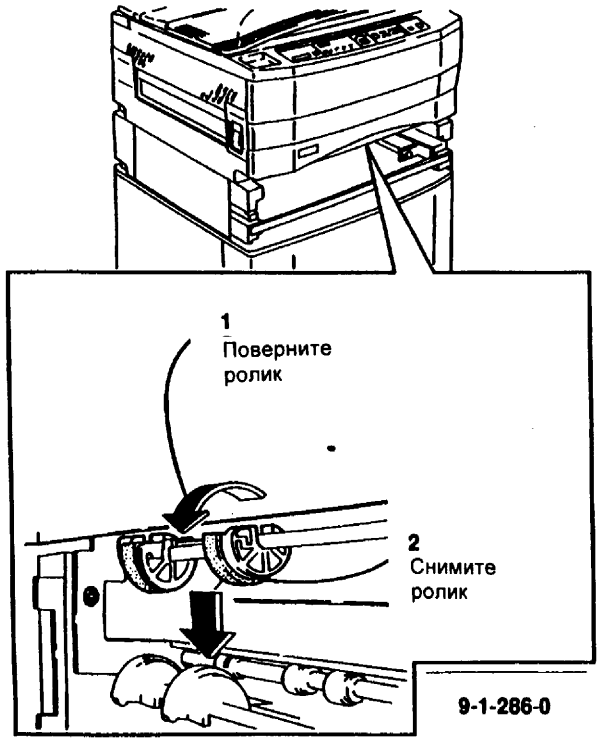

Рис. 1 Снятие ролика подачи
3. (Рис. 1) Снимите ролик подачи.